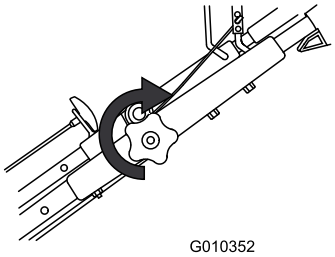

Figuur 18
3. Draai de handgreepknop zo goed mogelijk vast (Figuur 18).